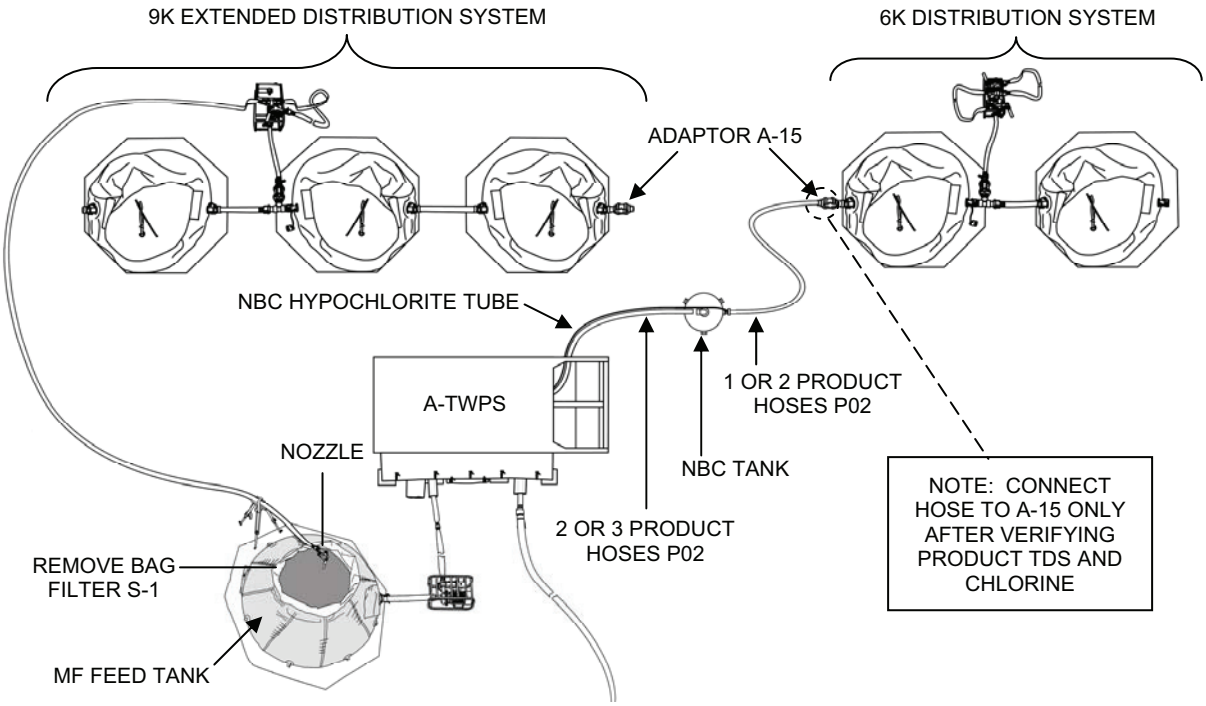

Figure 10. A-TWPS Second Pass Set-Up for Double Pass NBC Filtration Using One TWPS.
e. A-TWPS: Move the distribution hoses as follows (Figure 10):